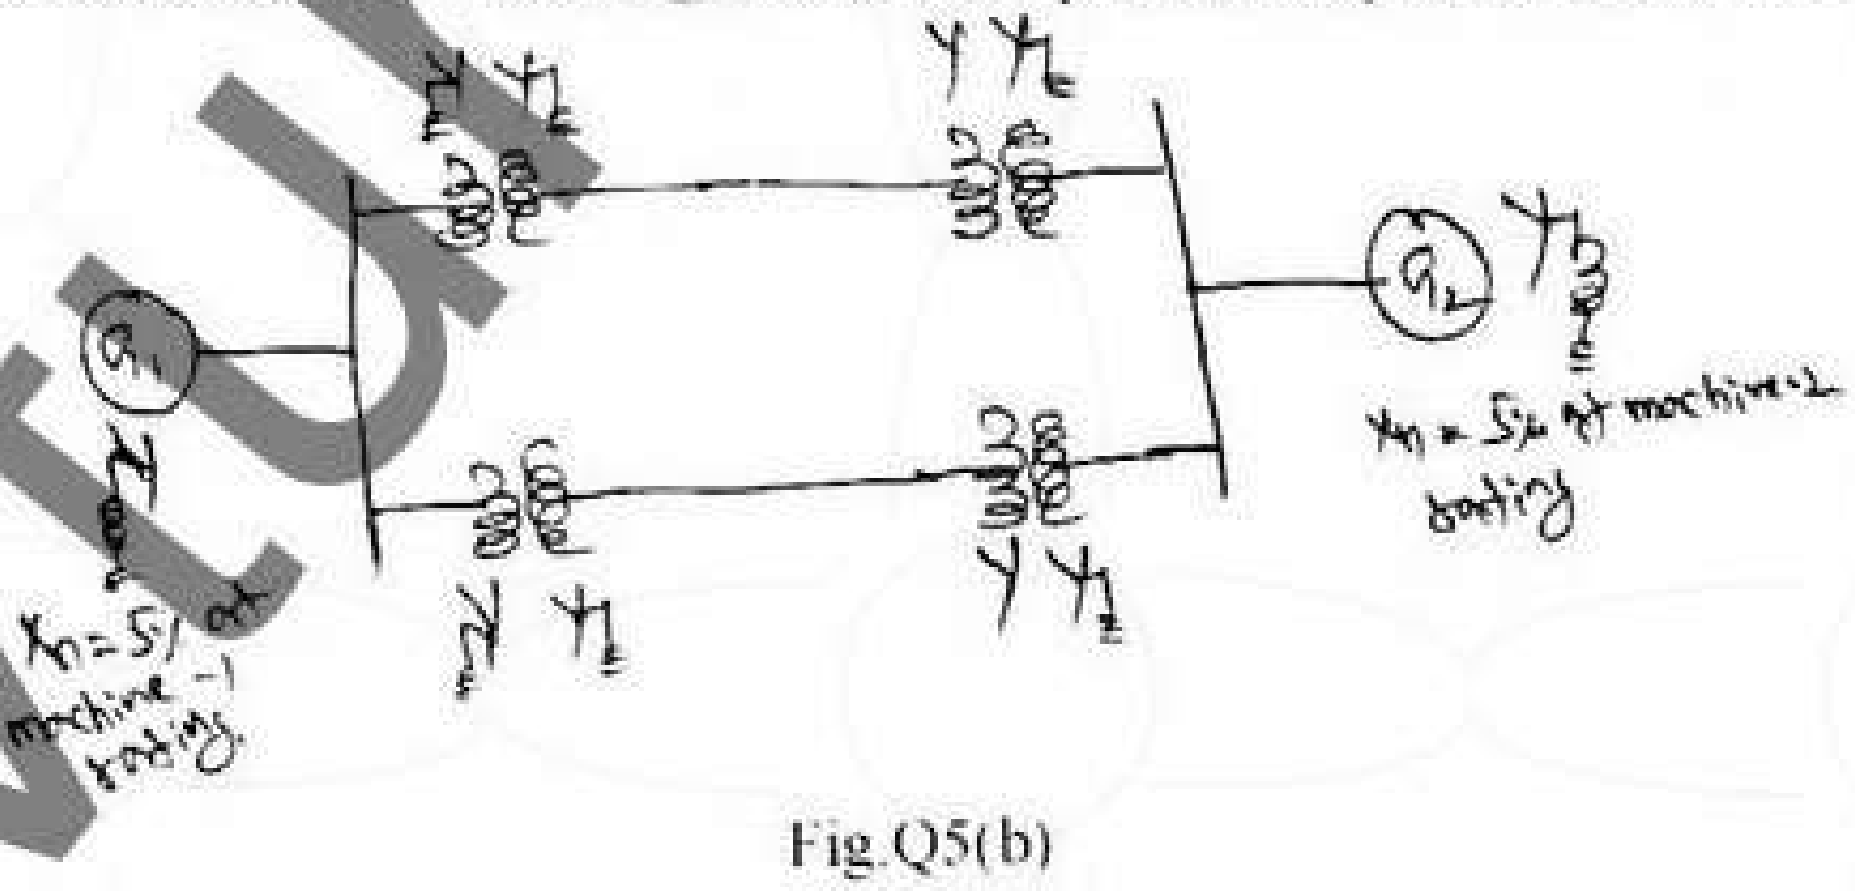

Fig.Q5(b) **(08 Marks)**
b. Draw the positive, negative and zero sequence network for the power system shown in Fig.Q5(b). Choose a base of 50 MVA, 220 KV in the 50Ω transmission lines and marks all reactances in PU. The ratings of the generator and transformers are: